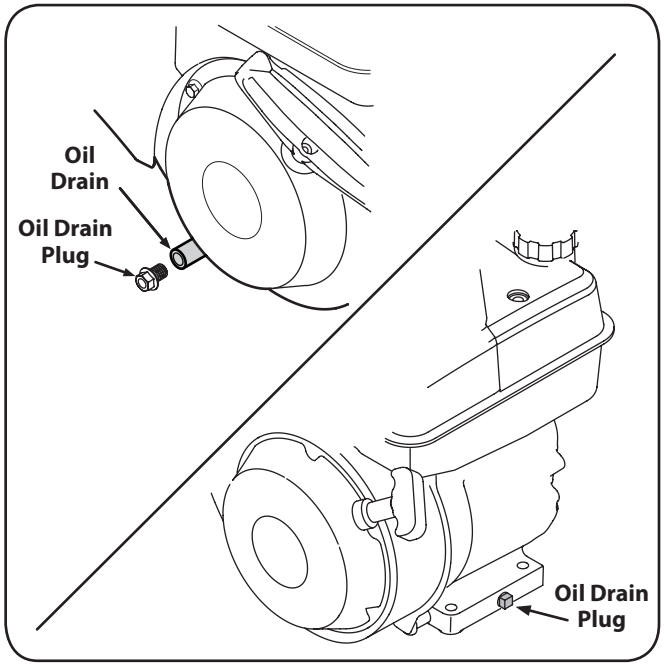

Figure 6-2
3. Be sure to find correct oil drain plug location, if present (see the equipment Operator's Manual instructions for additional information). See Fig. 6-2.
6. Remove the Oil drain plug. See Fig. 6-2.
NOTE: Depending on which engine model you have, the oil plug may be positioned differently. These positions include on the front and/or rear side of the block, or as an extednded tube. Examples are shown in Figure 6-2.